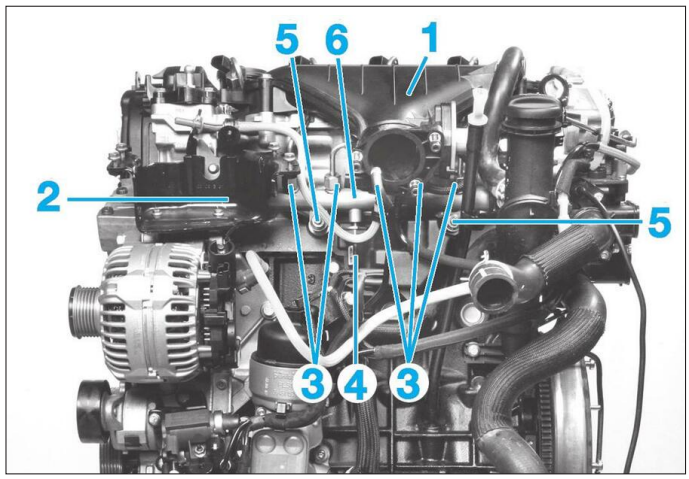

**Fig. 34**
- le collecteur d'admission (1) et ses joints **(Fig.34)**,
- le support de filtre à carburant (2),
- les canalisations haute pression (3),
• Débrancher le capteur haute pression (4).
• Déposer les vis (5) de fixation de la rampe (6) et la déposer.